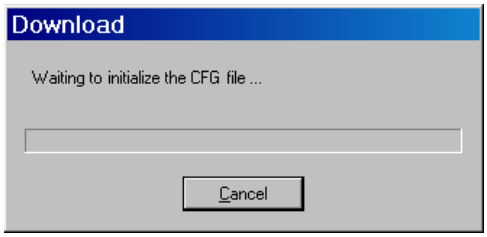
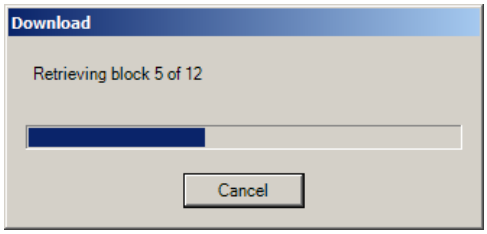

Figure 2-26 Initialize Data Log Record Download Screen
Figure 2-27 Data Log Record Download Status Screen
6. Select a folder to save the file to and the desired file name, then select **Save**. TapTalk will momentarily display an Initialization status screen (Figure 2-26), then a Data Log Record Download status screen (Figure 2-27).